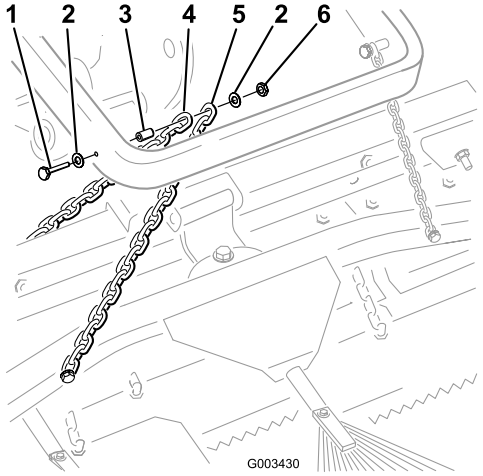

図 7
B. ボルト ((3/8 x 2-1/2 in) 、ワッシャ2枚 ((3/8 x 7/8 in) 、スペーサ、フランジ･ナット ((3/8 インチ)) を使って、移動走行用チェーンのそれぞれの先端のリンクを昇降アームの後部に取り付ける（図 7）。